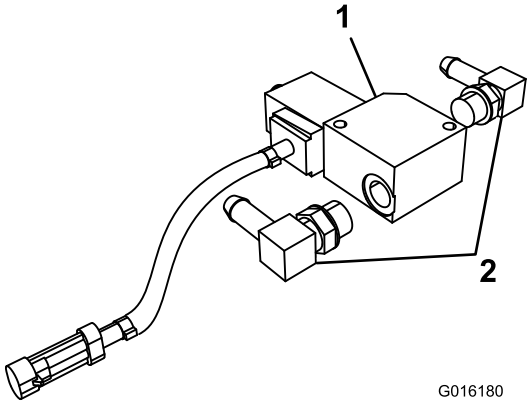

Figur 4
14. Monter to hydrauliske koblinger (90-graders) foran og bak på solenoidventilen (Figur 4).